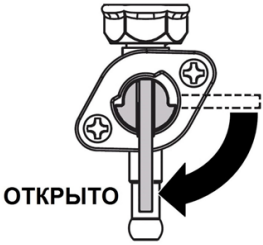

Рис. 7 Рычаг топливного крана
5. Откройте топливный кран переводом рычага в вертикальное положение (Рис. 7).